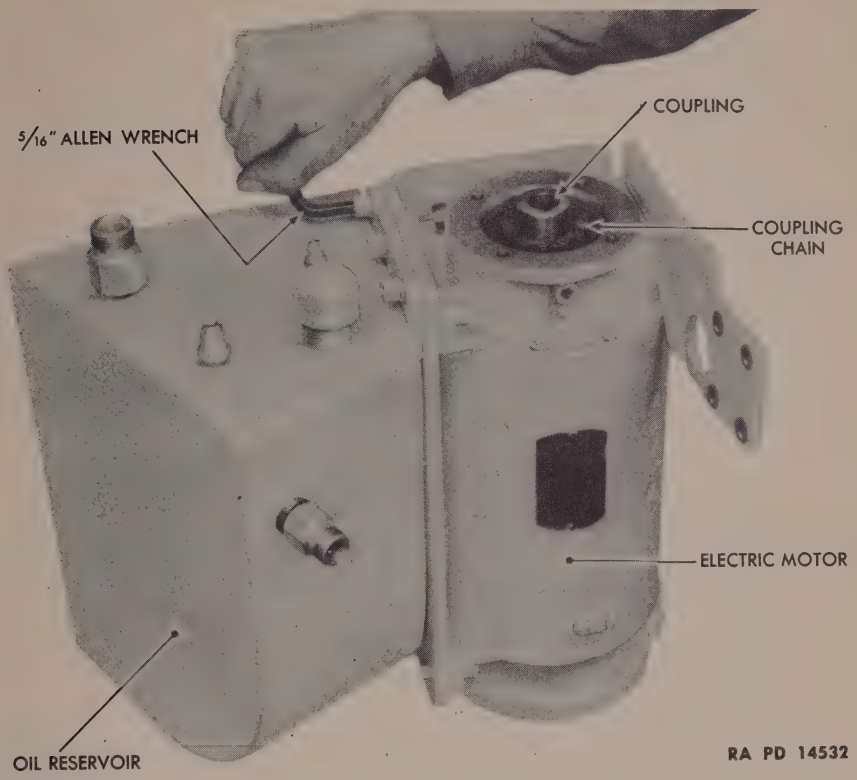

Figure 181—Removing Oil Reservoir from Electric Motor—Hydraulic Turret Traversing Mechanism
(1) REMOVE LOWER ASSEMBLY (par. 188).
(2) REMOVE CONTROL VALVE (par. 189).
(3) REMOVE PUMP (par. 191).
(4) REMOVE OIL RESERVOIR (fig. 181).
Using 5/16-inch Allen wrench, remove the four cap screws that hold reservoir to electric motor. Cap screw not shown in figure 181 is at bottom right rear of reservoir.